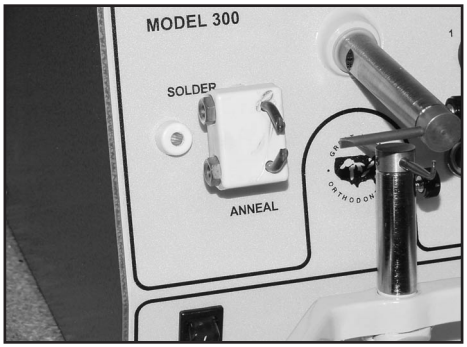

Figure 3.
1. Insert the Annealing plug into the black and white jacks on the **front** of the welder. See Figure 3.